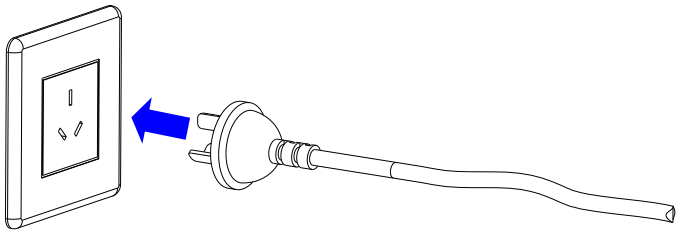

Figure 2-6 Plug the power cord
3. Plug the power cord into a live wall outlet. See Figure 2-6.